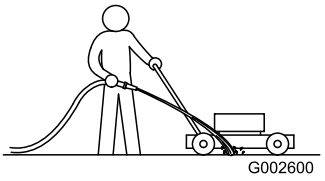

Figuur 41
1. Plaats de machine op een verhard, horizontaal oppervlak, laat de motor lopen en spuit een straal water voor **rechter** achterwiel (Figuur 41).